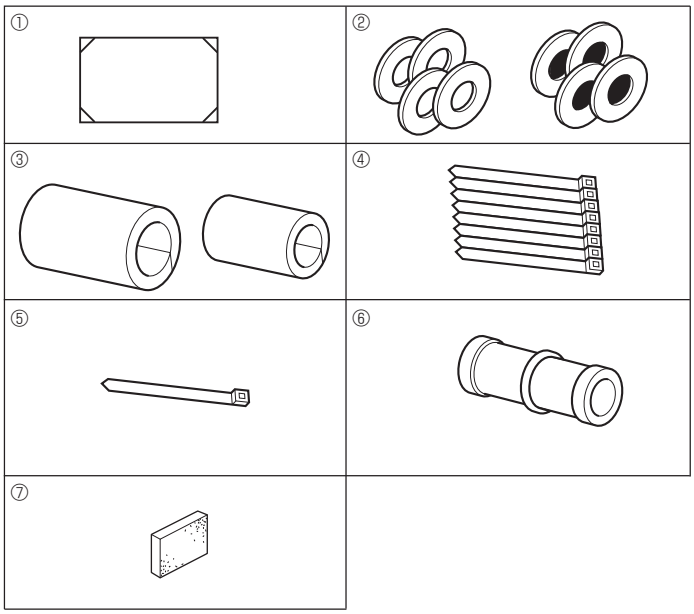

Fig. 3-1
3.1. Vérifier les accessoires qui accompagnent l'appareil intérieur (Fig. 3-1)